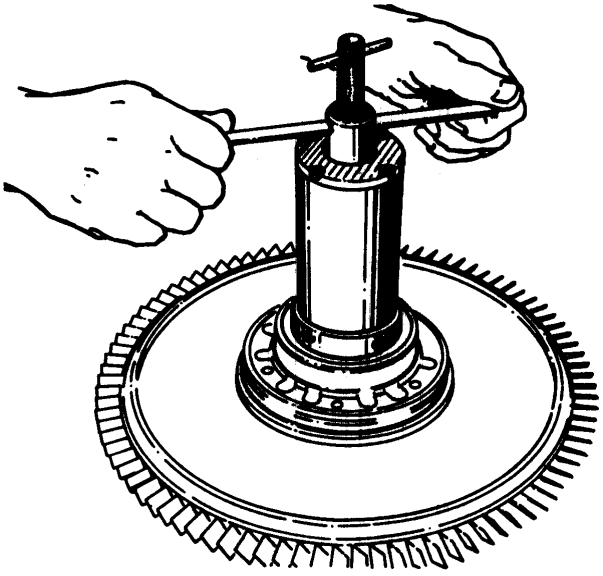

Figure 10. Installing the Rear Bearing with the 6796190 Rear Bearing and Seal Driver
l. Install front half of bearing (17) inner ring, which is marked “O”, balls, outer ring, locking key and rear half of the inner ring, using 6796190 compressor rear bearing and seal driver. (See figure 10.)